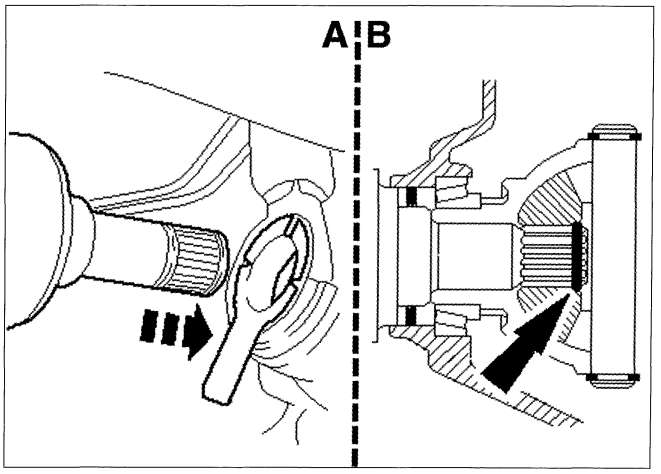

FIG. 3
Proteger el anillo de estanqueidad de la caja con un casquillo de protección apropiada, antes del montaje de la transmisión (A) **(fig. 3).**
• Colocar la transmisión en el diferencial procurando su perfecta conexión en el planetario y con cuidado de no deteriorar el anillo de estanqueidad de la caja de velocidades (B) **(fig. 3).**